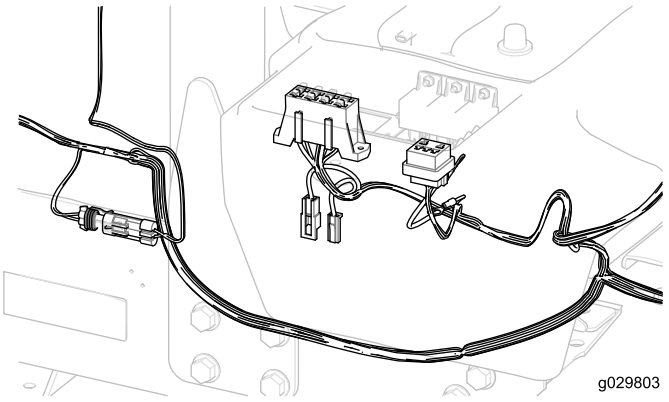

Bild 31
2. Verlegen Sie den Sicherungsblock-Abschnitt des Kabelbaums von der rechten Unterseite der Zugmaschine nach oben und in die Öffnung im Sicherungsfach (Bild 31).